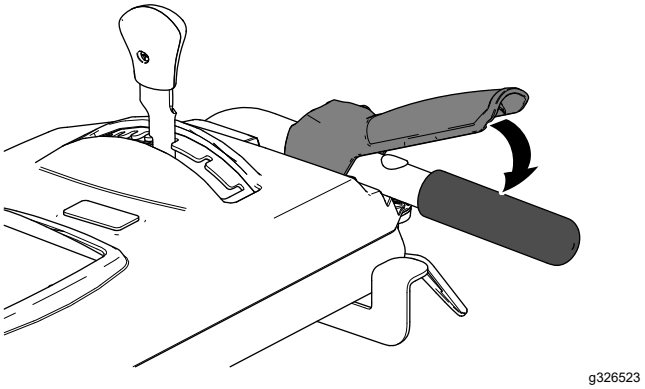

Figur 19
3. Aktiver børsten ved å klemme sakte på høyre børstespak langsomt mot håndtaket (Figur 19).